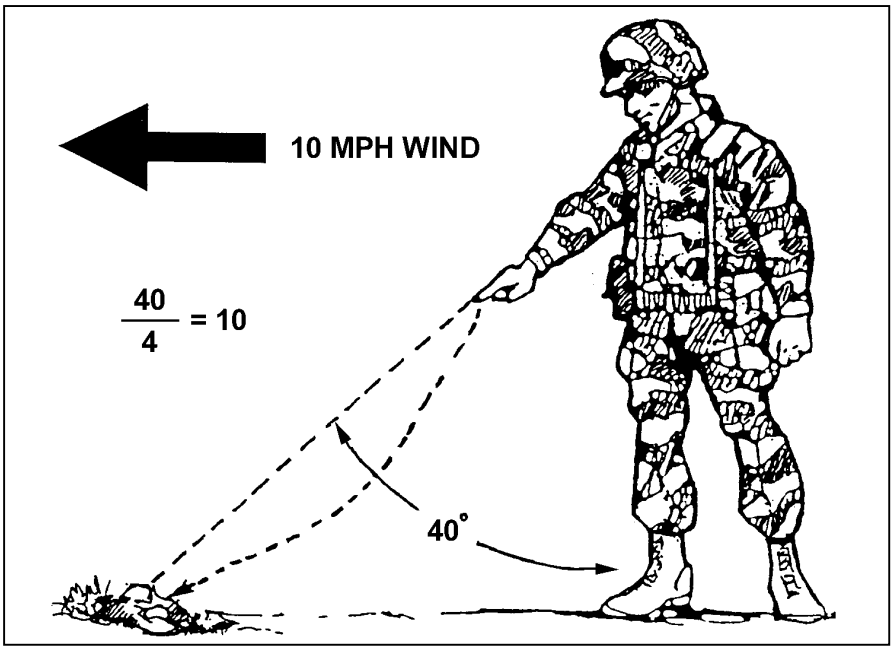

Figure 4-11. Pointing method.
(2) *Pointing Method*. A piece of paper or other light material can be dropped from shoulder height. By pointing directly at the spot where it lands, the angle can be estimated. As shown in Figure 4-11, the angle is also divided by the constant number 4 to determine the wind speed in mph. However, this only indicates the conditions at the firing position; the conditions may be different at the target.